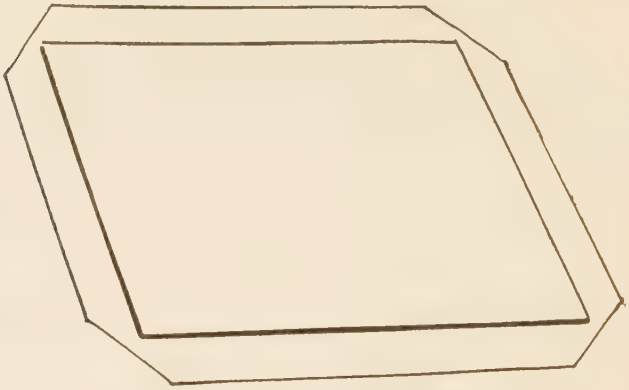

Fig. 71—Face Board Laid on Glued-off Face Paper
3. Lay your face board on the glued-off surface, positioning it $\frac{3}{4}''$ from each edge as you have already marked on the paper. (Fig. 71.)